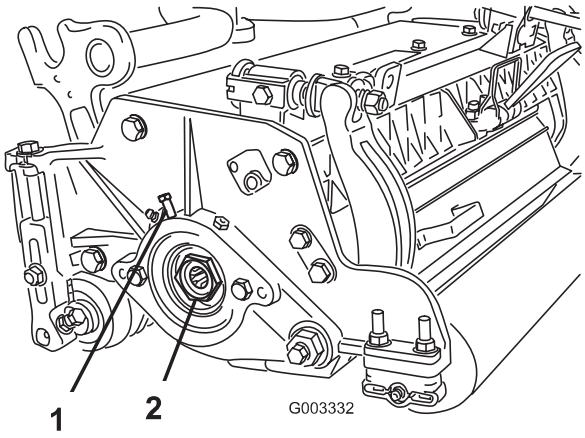

Figure 20
A. Loosen external set screw securing bearing adjusting nut to bearing housing located on the left side of the cutting unit (Fig. 20).